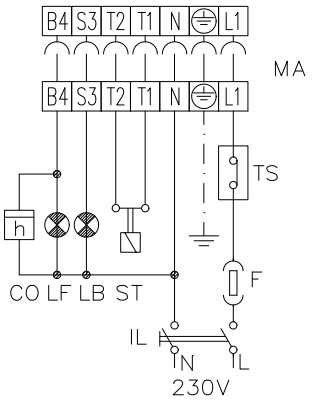

Рис. 13
- Выполните электрические подсоединения, следуя схеме на Рис. 13.